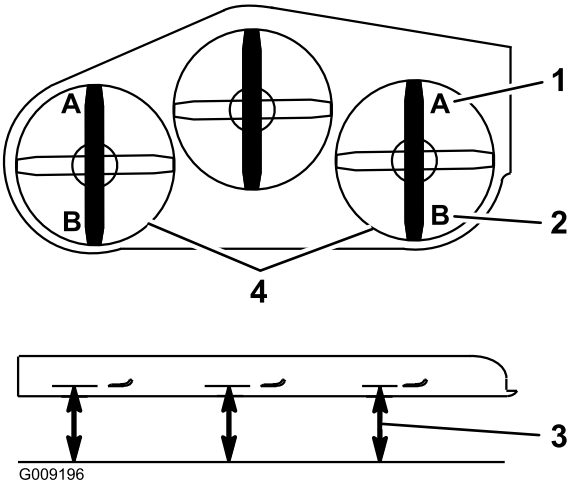

Figura 85
9. En ambos lados de la carcasa, mida desde la superficie nivelada hasta la punta delantera de la cuchilla (Posición A). La medida debe ser de 7,6 cm (Figura 85).
15. En ambos lados de la carcasa, mida desde la superficie nivelada hasta la punta trasera de la cuchilla (Posición B). La medida debe ser de 8,3 mm (Figura 85).